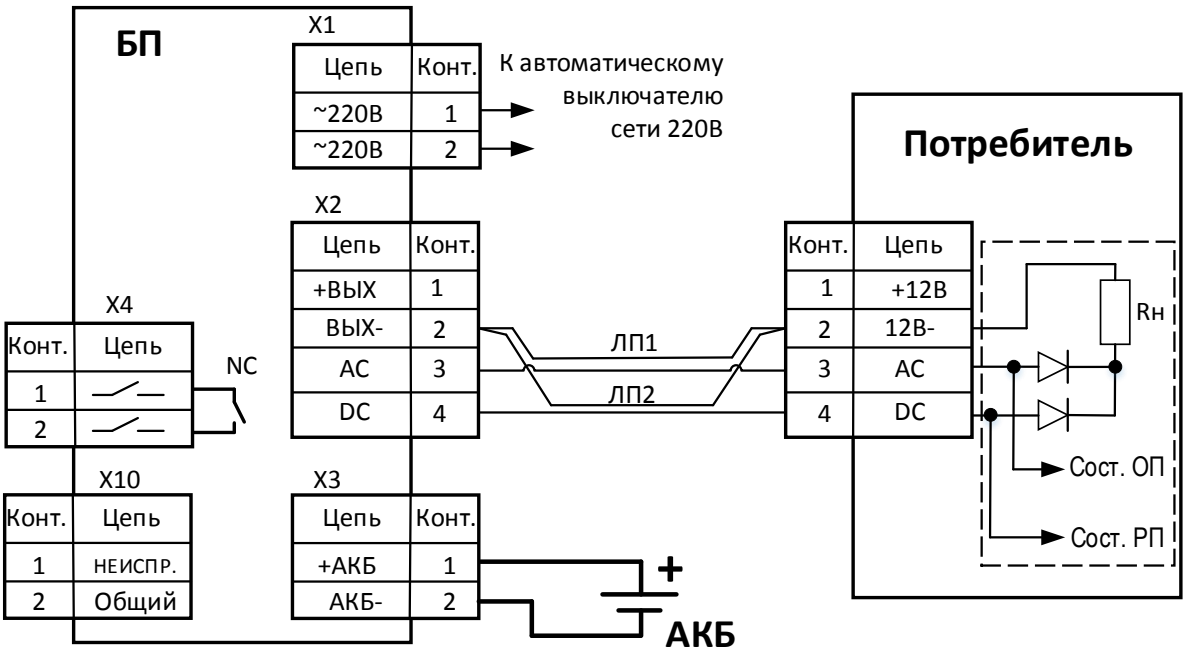
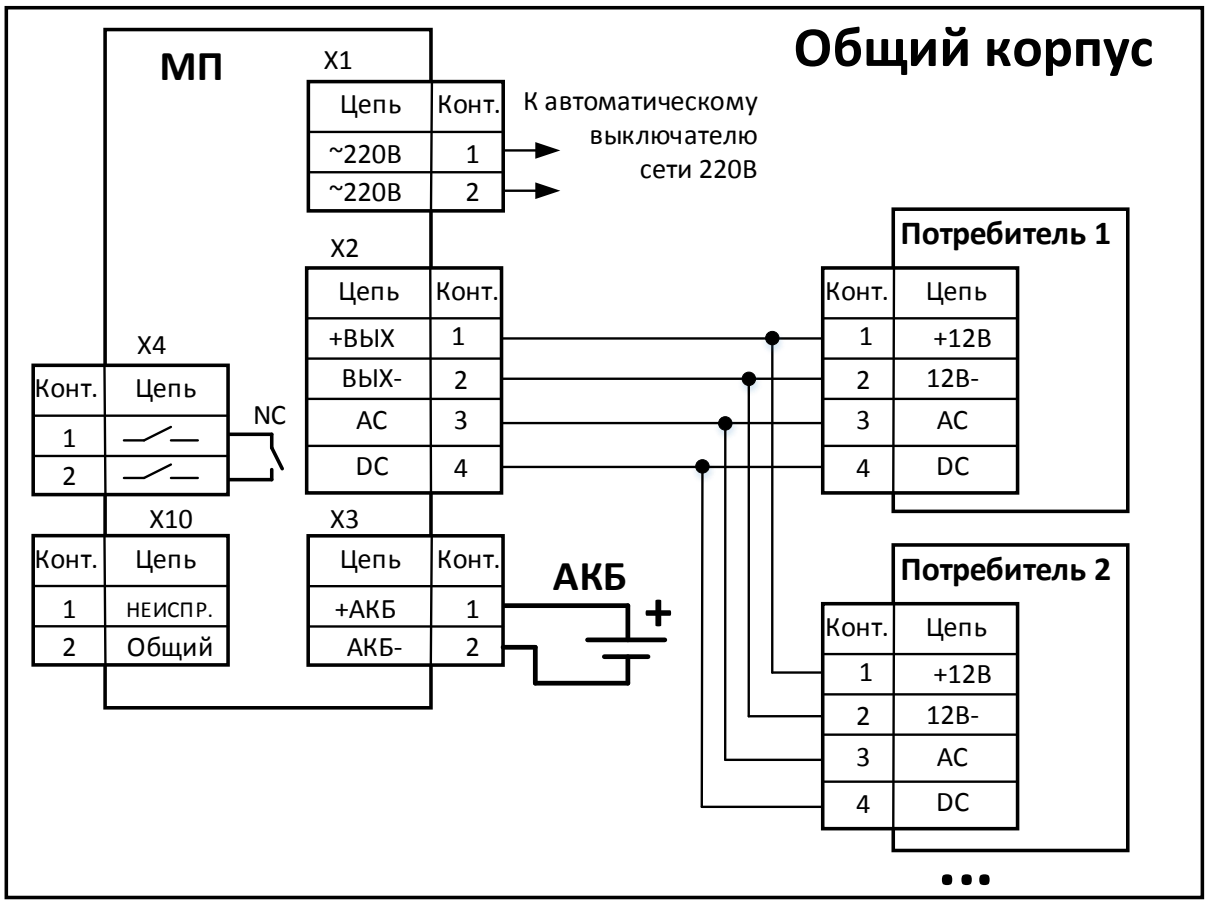

Рисунок 1
Рисунок 2
10. Подключите нагрузку установкой клеммной колодки “+ВЫХ- АС DC” согласно схемам подключения (см. Рисунок 1, Рисунок 2).
11. Схема подключений при удаленном размещении потребителя производства «Аргус-Спектр» представлена на Рисунок 1. Неиспользуемые цепи оставить неподключенными.
12. Схема подключений при размещении потребителей производства «Аргус-Спектр» внутри одного корпуса БП представлена на Рисунок 2. Неиспользуемые цепи оставить неподключенными. При помощи релейного выхода обобщенной неисправности можно объединять (каскадиро-